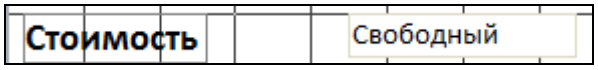

Рис. 3.27. Подпись для поля
3. Вместо текста *Поле12:* записывается подпись *Стоимость* (рис. 3.27).